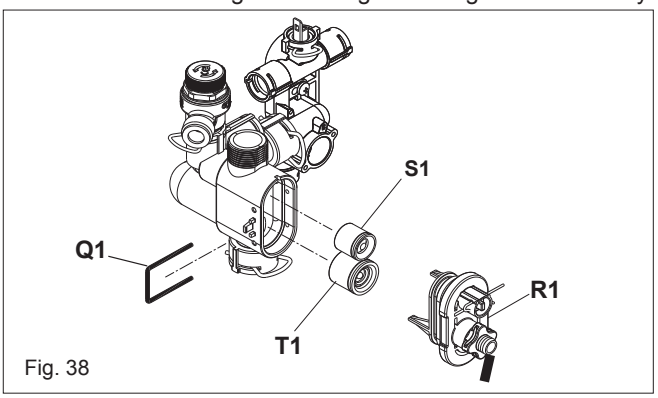

Fig. 38
6.18 AUTOMATIC BY-PASS & DHW NON-RETURN VALVE (fig. 38)